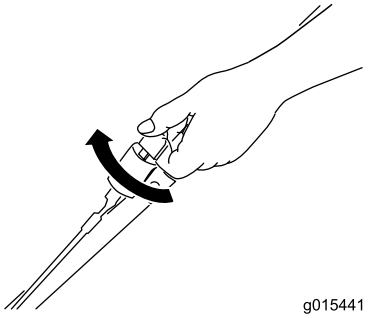
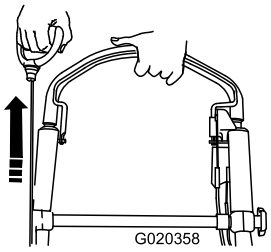

Figur 18
Figur 19
2. Vri om tenningsnøkkelen (Figur 18) eller trekk tilbakespolingshåndtaket (Figur 19).